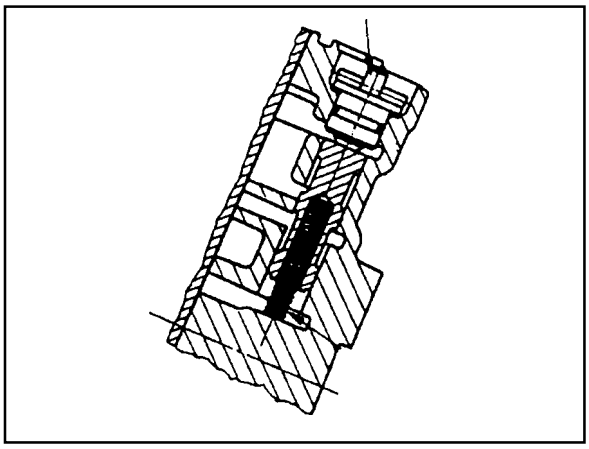

Figure 8.40 - C1 Bias Valve
15. Install the C1 bias valve spring, valve, plug and ‘O’ ring. Refer to figure 8.40.